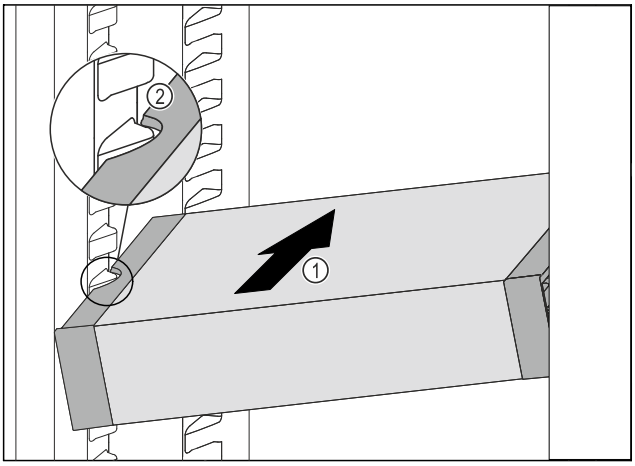

Fig. 173
▶ Insert the VarioSafe into the fridge section at an angle *Fig. 173 (1)* until the recesses in the side *Fig. 173 (2)* of the VarioSafe are at the level of the support rib in the fridge section.